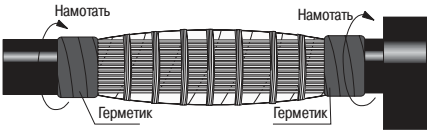

Рисунок 15
4.24 Обезжирить н ружную оболочку к белей и н мот ть 2–3 витк ленты герметик н корешки р зделки (рисунок 15).